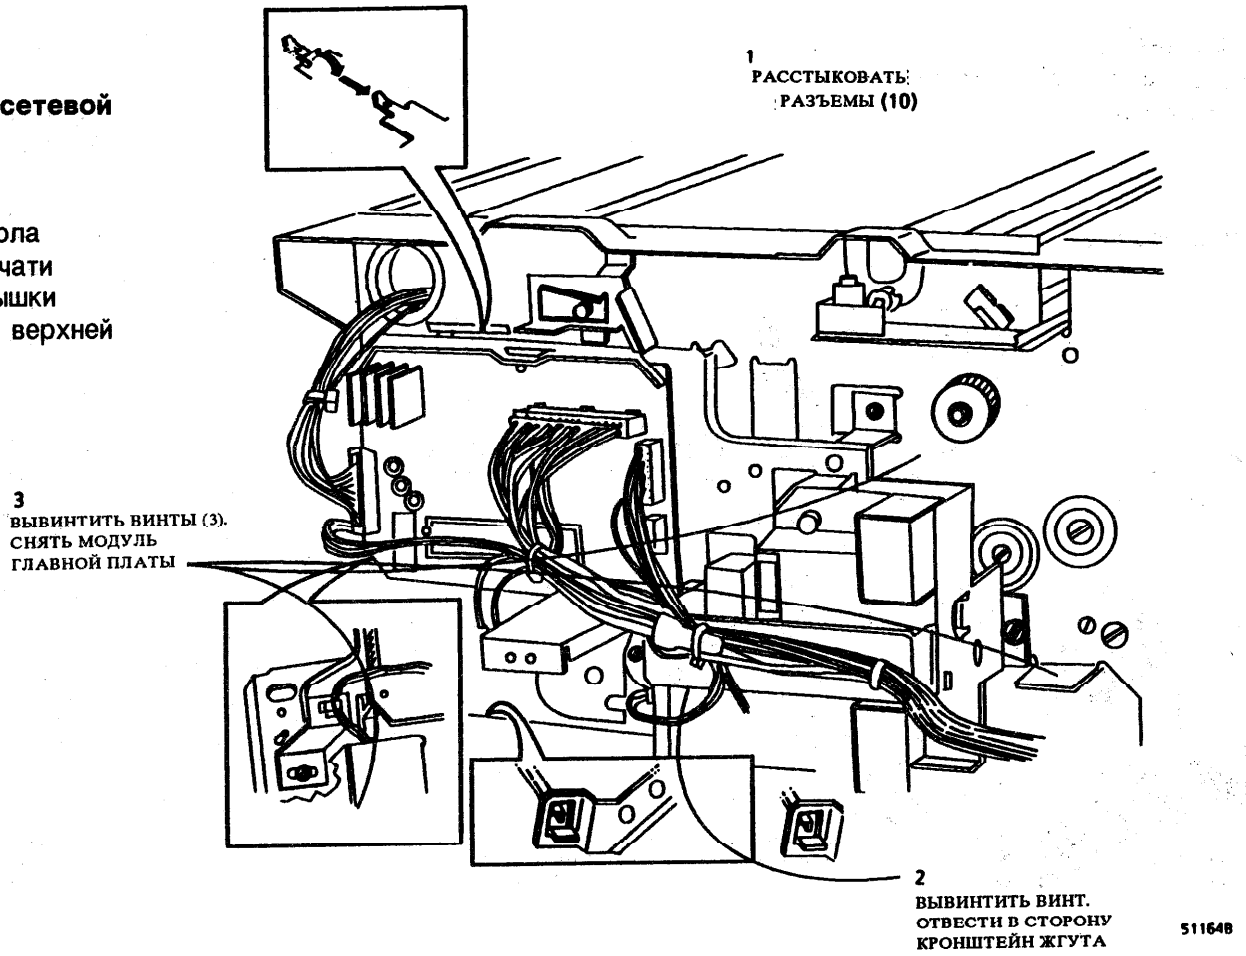

Рис. 1. Снятие модуля главной платы
2. (Рис. 1): Снять модуль главной платы.